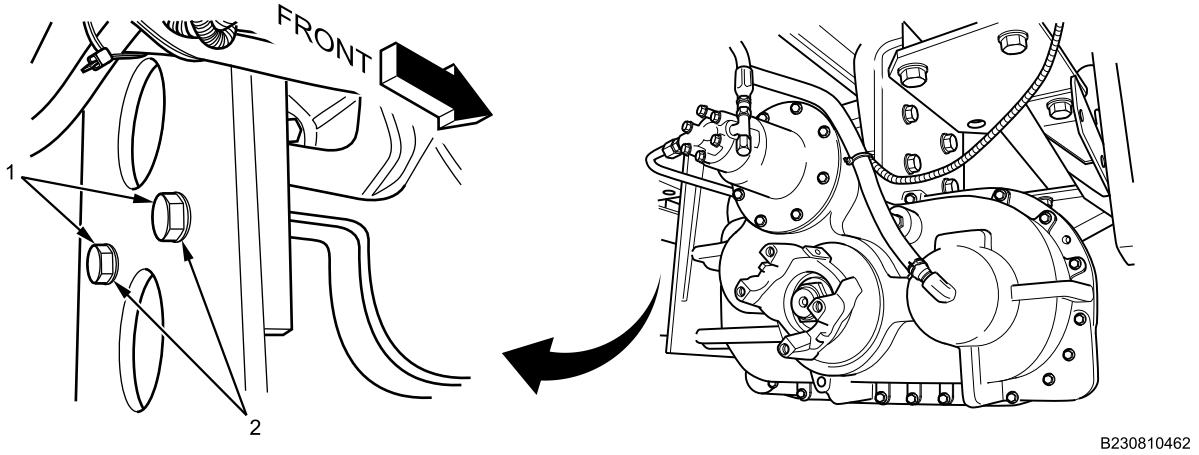

Figure 7. Left Side of Transfer Case Mounting.
11. Remove four mounting bolts (Figure 7, Item 1) and lockwashers (Figure 7, Item 2) from left side of transfer case. Discard lockwashers. Two bolts and lockwashers not shown.